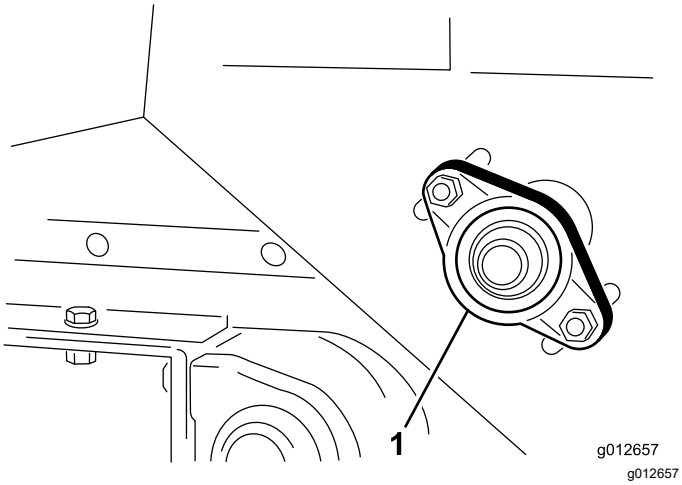

Figuur 40
1. Zet de moeren los waarmee de lagerbehuizing (Figuur 40) aan de rechterkant van de machine bevestigd is.